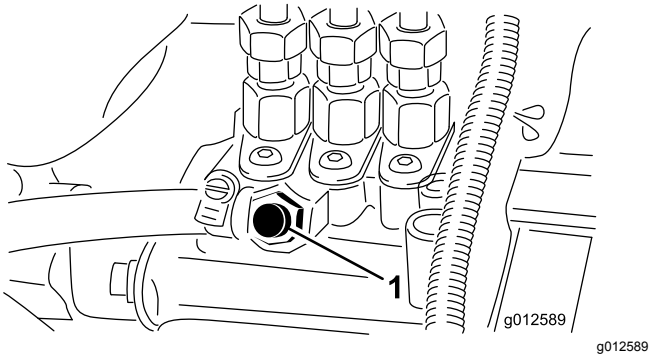

Figur 28
5. Öppna avluftarskruven på bränsleinsprutningspumpen (Figur 28).